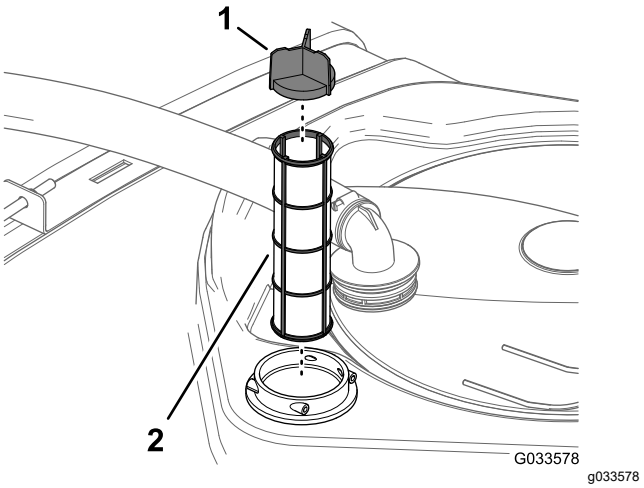

Figur 29
4. Dra ut sugfiltret ur filterkåpan i tanken (Figur 29).